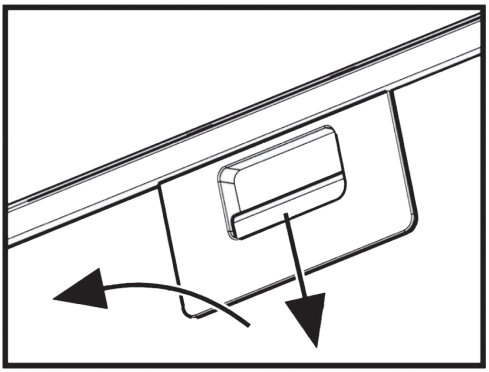

Рис. 6
7.10 Для снятия алюминиевого фильтра **(рис.6)** необходимо нажать на пружинную задвижку и, потянув на себя и вниз, снять фильтр с панели. Установку фильтра выполнить в обратном порядке.